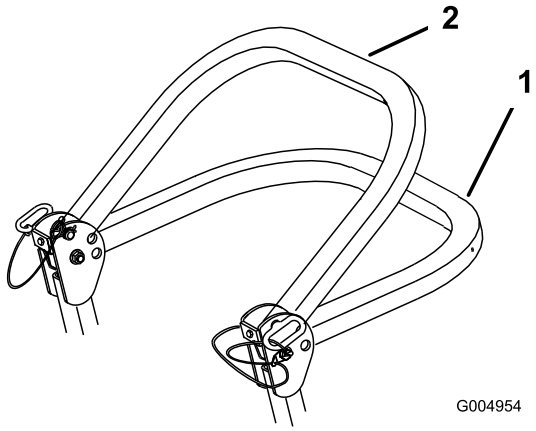

Rysunek 8
2. Opuść pałąk. Istnieją dwie pozycje dolne. Patrz Rysunek 8.